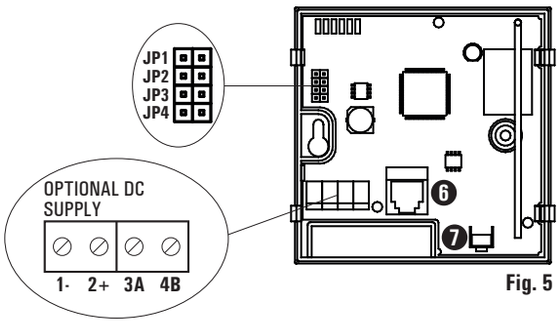

Fig. 5
- Collegare il dispositivo al modulo relè, inserendo un capo del cavetto di interconnessione fornito, sul connettore dati ❻ di Fig. 5 e l'altro capo sul connettore contrassegnato dalla scritta "SIGNAL IN" sul modulo relè.